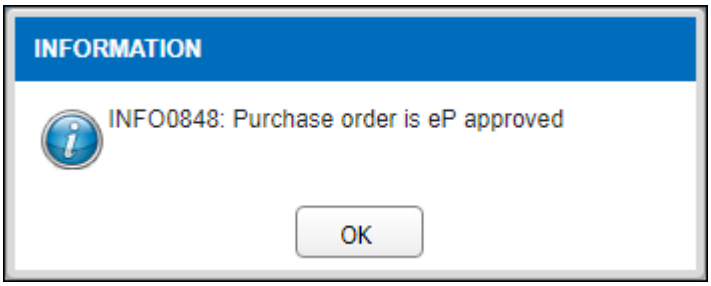

Figure 3.11-14 Alert Message
- *If click on the* Yes *button, record will be approve and alert message will be pop up as shown in Figure 3.11-14.*